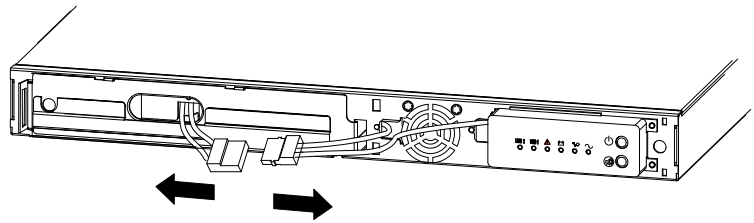

**Figure 26. Disconnecting the Internal Battery Connector**
2. Disconnect the internal battery connector (see Figure 26).